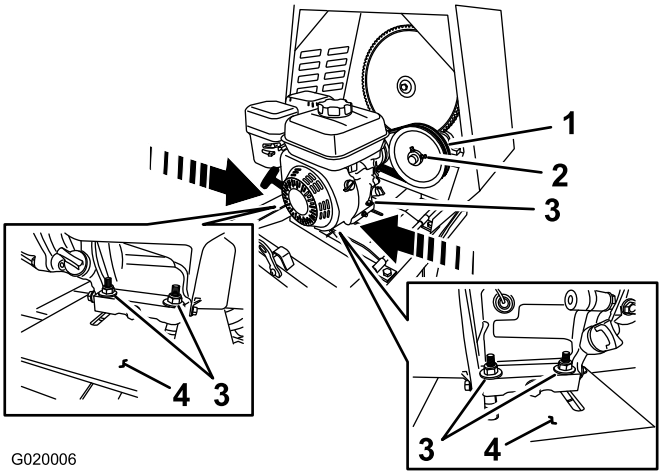

Figure 69
B. Desserrez les écrous et boulons qui fixent le moteur au plancher moteur (Figure 69).
- **Pour accroître l'entrefer** – **éloignez** le moteur de la poulie de tension (Figure 69).
- **Pour réduire l'entrefer** – **rapprochez** le moteur de la poulie de tension (Figure 69).